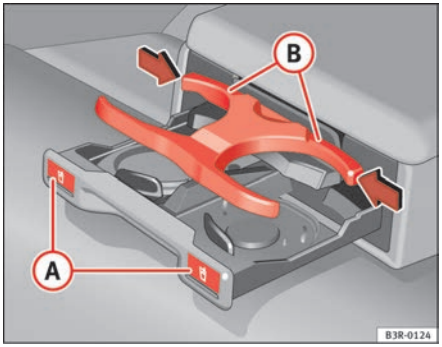

Fig. 132 Drink holder in the rear armrest
– Press the symbol (A) ⇒ fig. 132.